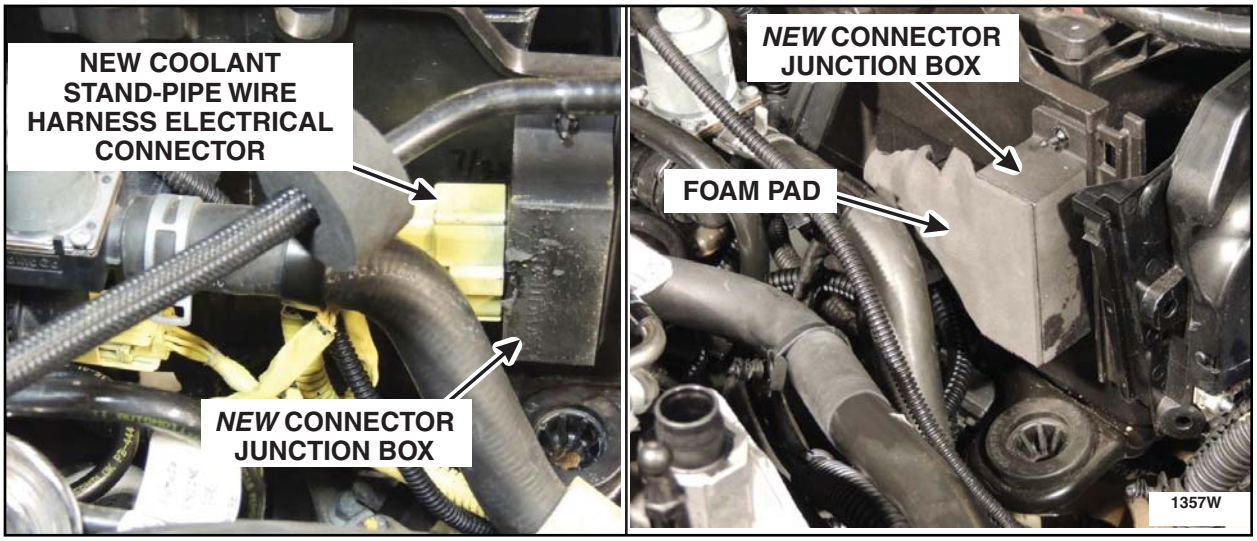

FIGURE E2
2. Connect the *new* coolant stand-pipe wire harness electrical connector to the *new* connector junction box. Apply the foam pad over the *new* connector junction box and electrical connector. See Figure E2.